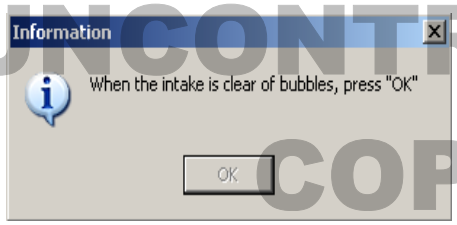

Figure 7. Prompt window to stop purging the lines.
4.2.2.6 After the plungers have pushed any bubbles out, which usually only takes a few iterations of the plungers, click on the OK in the box shown in Figure 7 to stop purging the lines.